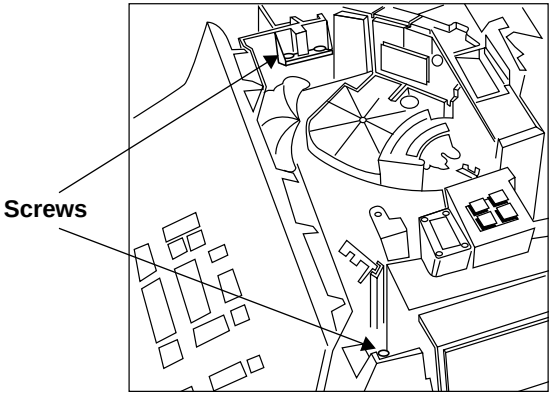

Figure 3-12. Screws Behind Keyboard Cover
3. Loosen the two screws behind the top of the keyboard cover. Lift and remove the keyboard cover. See *Figure 3-12*.